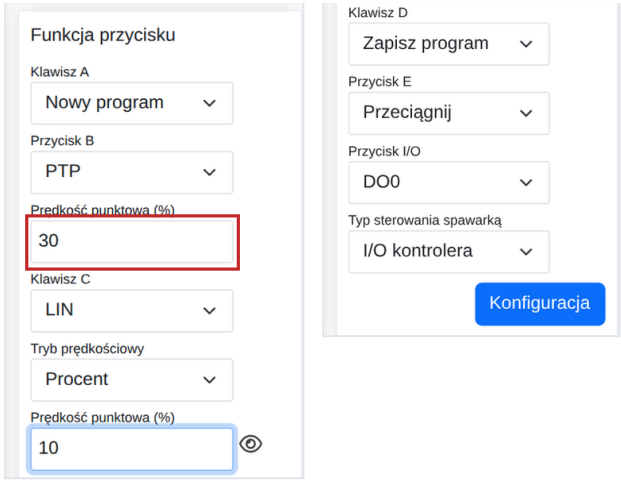

Rys. 8. Funkcja przycisku według tabeli; zrzut w dwóch kolumnach: przyciski A–C i D–I/O. Czerwona ramka: na zrzucie przycisk B ma 30 %, ustaw 20 %.
2. W części **Funkcja przycisku** *(Button functions)* przypisz funkcje przyciskom według tabeli niżej i kliknij dolny przycisk **Konfiguracja** (rys. 8).